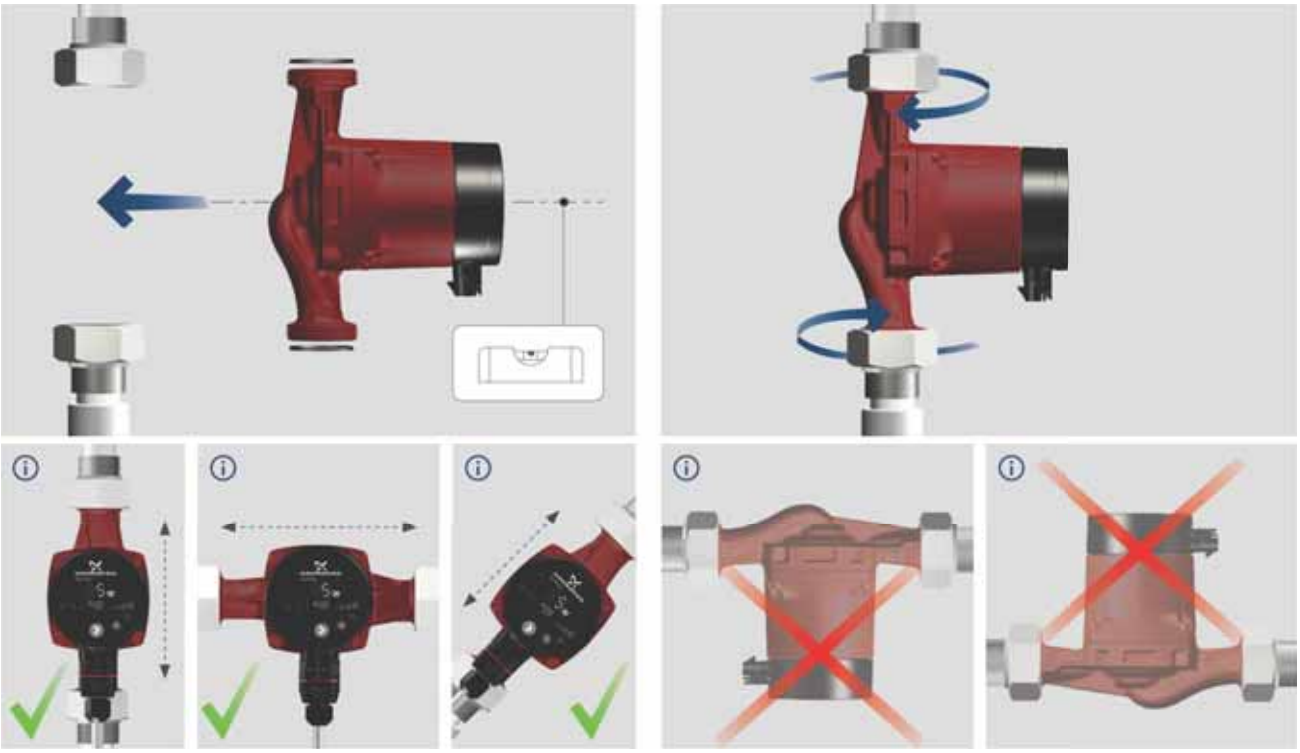

Rys. 4 Montaż pompy GRUNDFOS ALPHA2
- Zamontuj pompę z wałem silnika w położeniu poziomym. Patrz rys. 4.